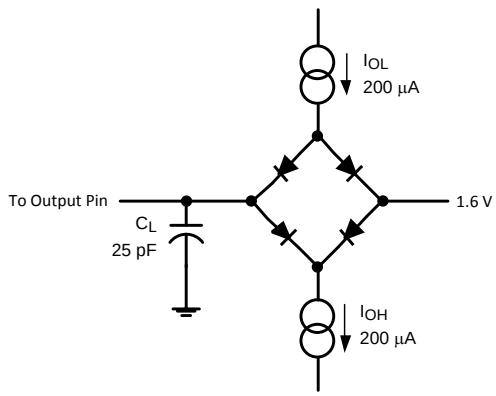

Figure 2. Timing Test Circuit
(1) Measured with the timing test circuit shown in Figure 2 and defined as the time taken by the output signal to cross 1.0V.
(2) Measured with the timing test circuit shown in Figure 2 and defined as the time taken by the output signal to cross 1.0V or 2.0V.
(3) t_{DIS} is derived from the time taken by the outputs to change by 0.5V with the timing test circuit shown in Figure 2. The measured number is then adjusted to remove the effects of charging or discharging the output capacitance. This means that t_{DIS} is the true bus relinquish time, independent of the bus loading.